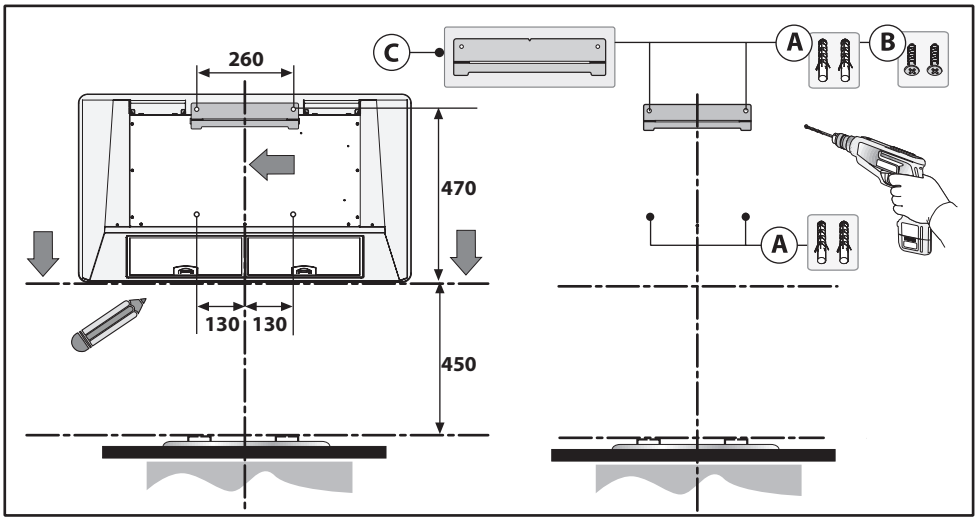

Fig.3
Tracer le bord inférieur de la hotte sur le mur en tenant compte des mesures indiquées dans la fig. 3 et de la hauteur du plan de cuisson.
- Tracer et effectuer les trous en respectant les valeurs indiquées dans la fig. 3.
- Fixer 4 chevilles expansibles **A** (fig. 3).
- Fixer l'étrier **C** au mur avec les 2 vis **B** (fig.3).